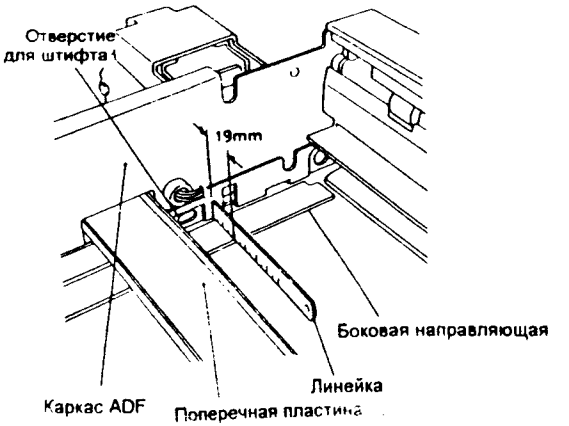

Рис. 3 NZM-0184
5. (Рис. 3): Измерьте расстояние от задней стенки каркаса ADF до кромки боковой направляющей.